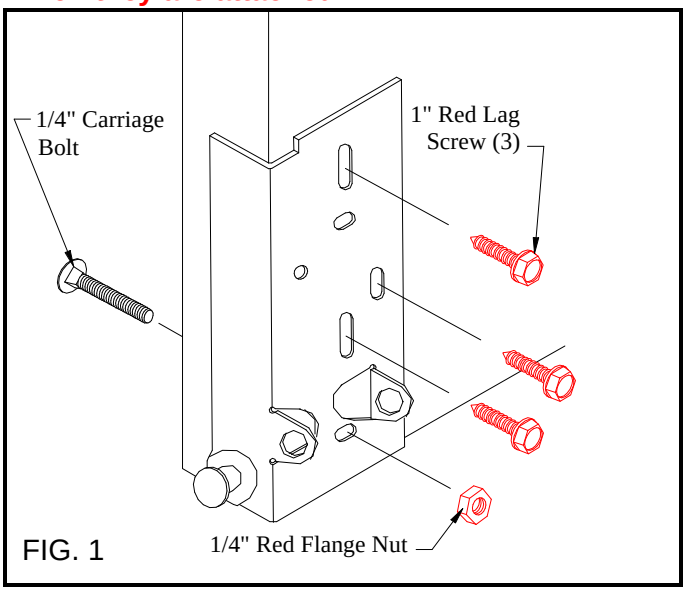

FIG. 1
Install bottom bracket with (3) ¼" x 1" red lag screws and (1) ¼" x 2-1/8" carriage bolt and red ¼" flange nut as shown below. Pilot drill 1/8" x ¾" deep holes for lag screws, and through drill ¼" for carriage bolt. (FIG. 1)